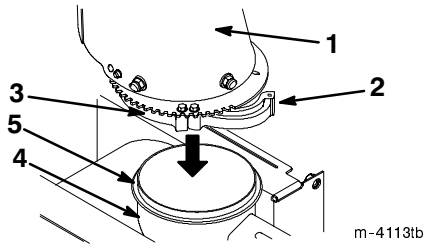

Figur 11
1. Fetta in utkastarringen lätt (figur 11).
2. Rotera den lösa utkastarhållaren nedtill på kanalen utåt (figur 11).
3. Sänk kanalen över öppningen överst på matarskruv-huset (figur 11).
4. Se till att utkastarringen passar in i skårorna i de fasta utkastarhållarna (figur 11).